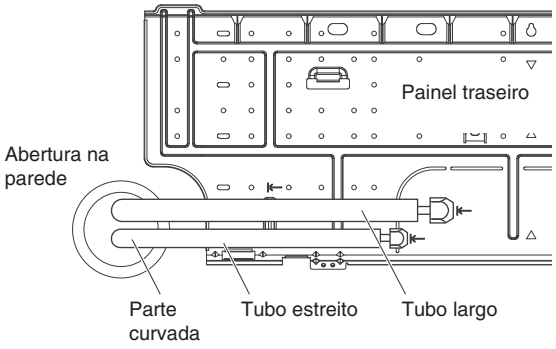

Fig. 3-28
(1) Encaminhe a tubagem e o tubo de drenagem através da parede, permitindo um comprimento suficiente para a ligação. Em seguida, dobre a tubagem utilizando um aparelho de curvar tubos para instalar. (Fig. 3-28)
(2) Mude o tubo de drenagem e a tampa de drenagem.